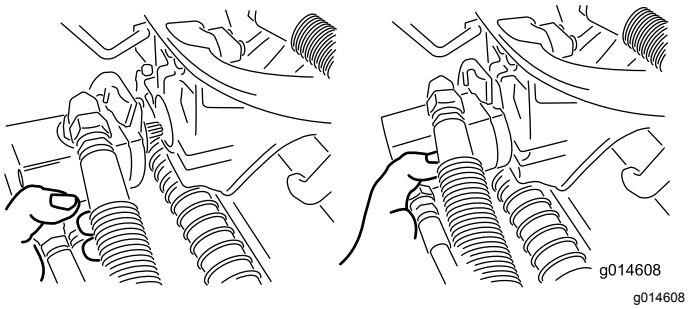

Rysunek 49
3. Umieść silnik w magazynku znajdującym się z przodu ramienia podwieszonego (Rysunek 49).